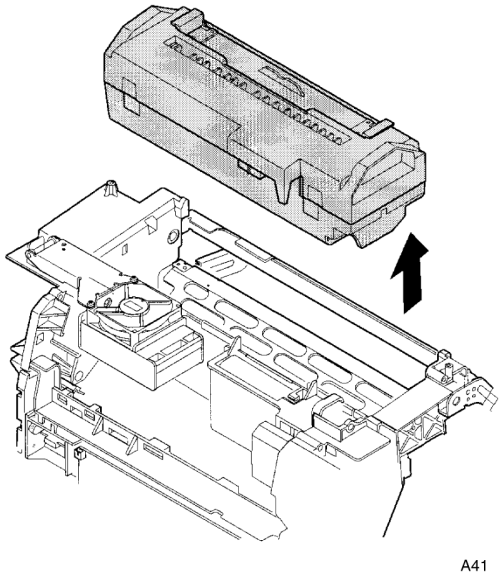

Рисунок 1. Снятие узла фьюзера
3. (Рисунок 1): Снимите узел фьюзера.